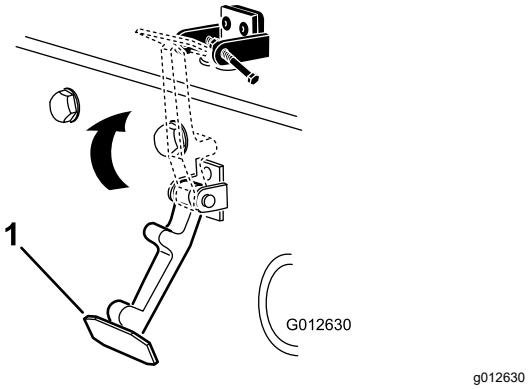

Figura 9
7. Agganciate il fermo sulla relativa staffa (Figura 9).